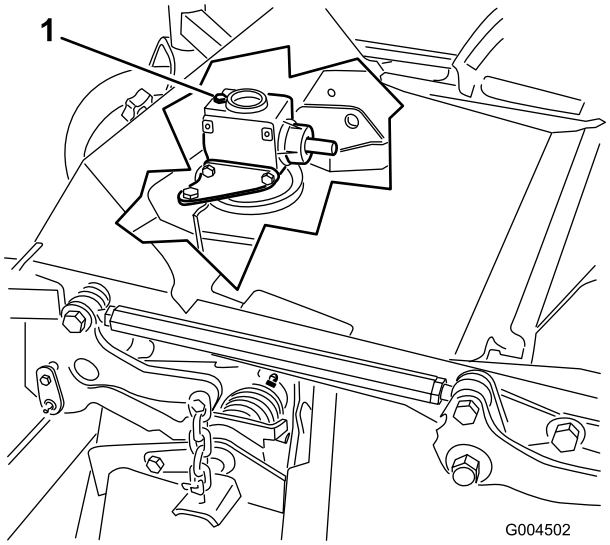

**Figur 38**
6. Fjern målepinden/påfyldningsproppen, der sidder oven på gearkassen (Figur 38), og kontroller, at oliestanden står mellem mærkerne på målepinden.
6. Fjern målepinden/påfyldningsproppen, der sidder oven på gearkassen (Figur 38).